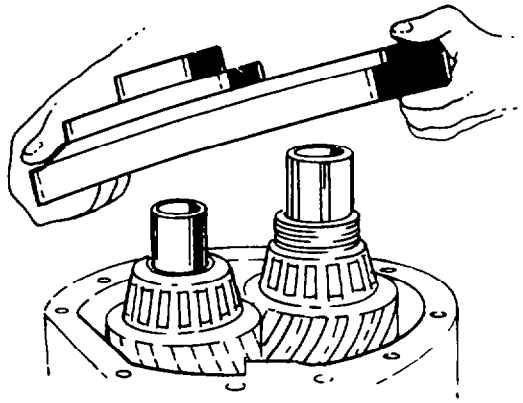

Fig. 219 — Removing Drive Housing End Plate
e. Remove the bolts and nuts retaining the drive housing end-plate to the transfer case and remove the end-plate and the drive shaft outer bearing cone as an assembly (see fig. 219).